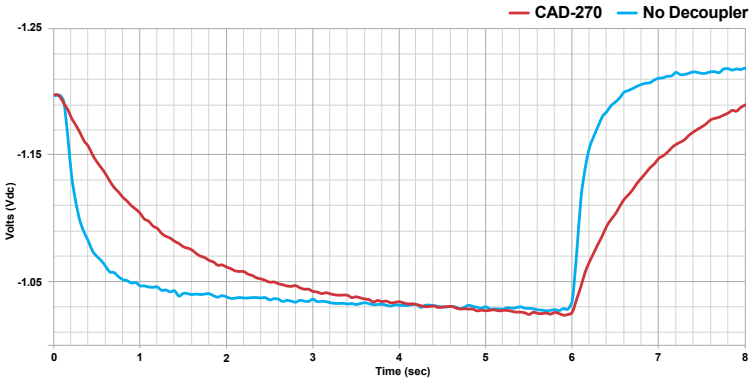

Figure 2
b. A pair of waveforms as shown in Figure 2 below indicate that site conditions are not favorable for the use of a standard decoupler, and that a PCRX decoupler should be used to minimize the capacitive dissipation time.